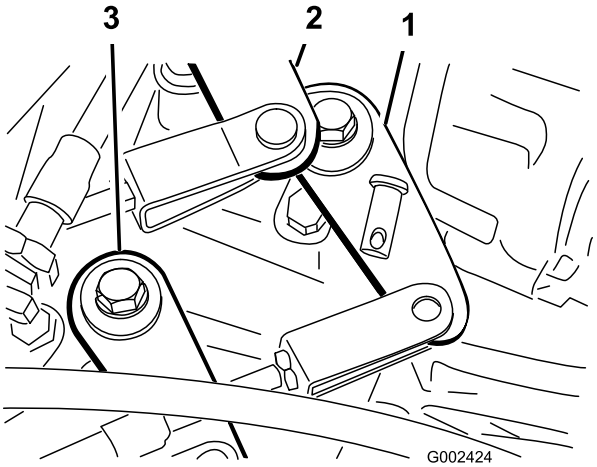

Rysunek 52
2. Usuń sworznie z łączników mocujących cięgna zmiany biegów do ramion zmiany biegów skrzyni biegów (Rysunek 52).
1. Usuń sworzeń z łącznika mocującego cięgno prędkości wysokiej-niskiej do ramienia skrzyni biegów (Rysunek 52).